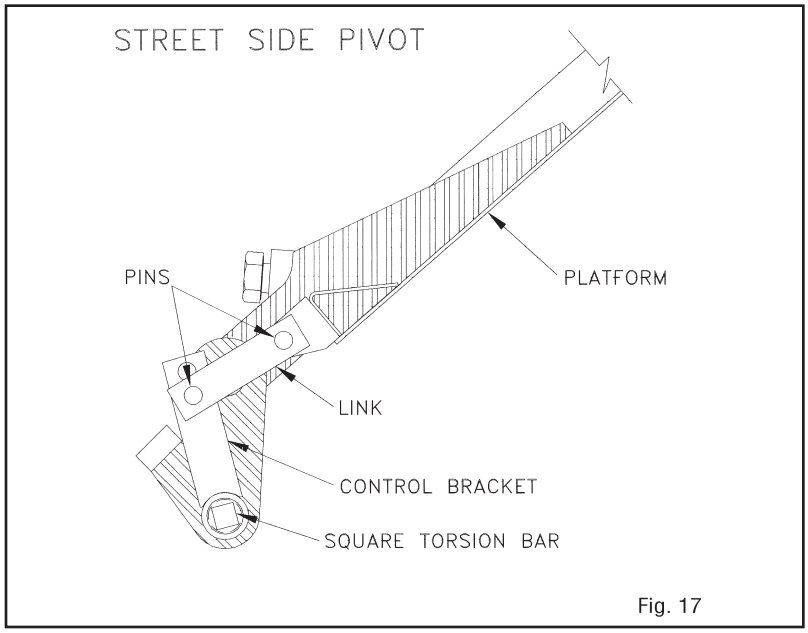

Fig. 17
Step 22 Place platform in a semi-stowed position as shown in figure 17.